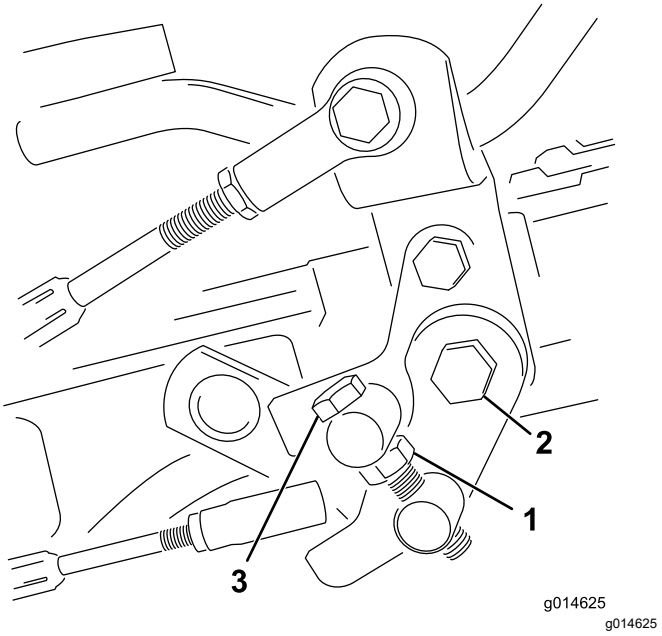

**Figur 45**
1. Løsn kontramøtrikken på trækbøjlen (Figur 45).
4. Tilspænd kontramøtrikken på tappens maskinskrue og møtrikken på pedalens drejetap for at låse justeringen (Figur 45). Kontroller justeringen, og juster som påkrævet.